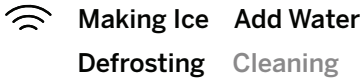

Figure 4
7. Versez la solution dans le réservoir d'eau. Voir la figure 4.